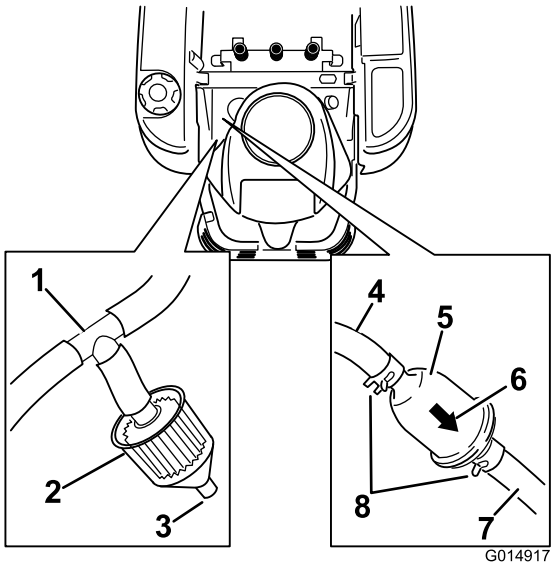

Figuur 43
3. Breng de stoel omhoog en zoek de brandstoffilters zoals getoond in Figuur 43.
4. Druk de uiteinden van de slangklemmen naar elkaar toe en schuif ze weg van het filter (Figuur 43).
6. Monteer het nieuwe filter zodanig dat de pijl voor de stroomrichting van de brandstoftank af naar de motor wijst. Schuif de slangklemmen terug tot dicht bij het filter (Figuur 43) om het vast te zetten.
Sommige machine zijn uitgerust met een emissiefilter (Figuur 43) verbonden met een T-fitting in de ventilatieleiding die van de brandstoftank komt. Het filter is standaard uitgerust met een open poort. Het filter dient regelmatig nagekeken te worden. Vervang het filter als het vuil is of verstopt zit.